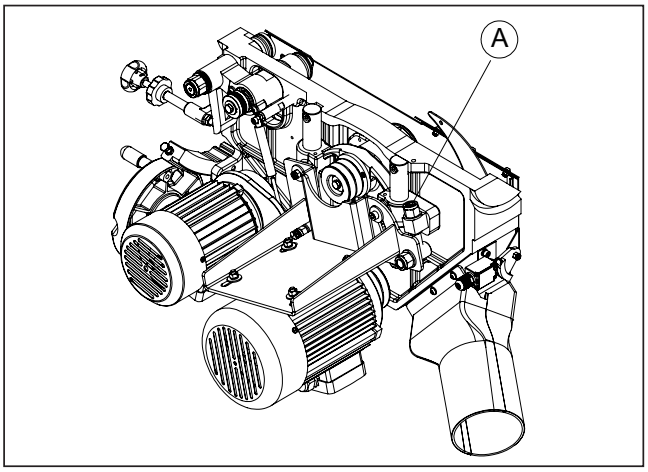

Fig. 7.2
- Åbn højre sideplade med 4 mm unbrakonøglen, og drej skruespindlen ved A på fig. 7.2 med 6 mm unbrakonøglen.